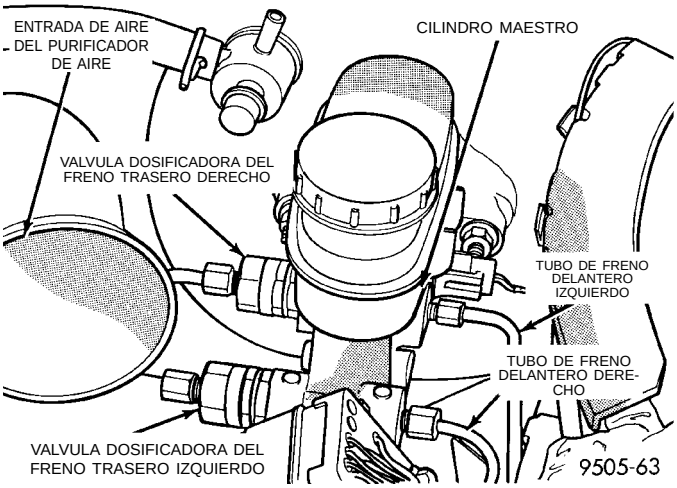

Fig. 26 Posición de la válvula dosificadora en el cilindro maestro de los vehículos sin frenos ABS
Una válvula dosificadora controla el freno trasero derecho y la otra controla el freno trasero izquierdo (Fig. 26). Por lo tanto, es fundamental realizar una prueba de carretera para determinar cual de los fre-
(1) Después de probar el vehículo en carretera para determinar cual de las ruedas traseras presenta un resbalamiento prematuro, consulte la (Fig. 26)
(2) Retire el tubo de freno hidráulico (Fig. 26) de la válvula dosificadora que controla la rueda trasera del vehículo que resbala prematuramente.
(3) Retire la válvula dosificadora del orificio correspondiente del cilindro maestro.